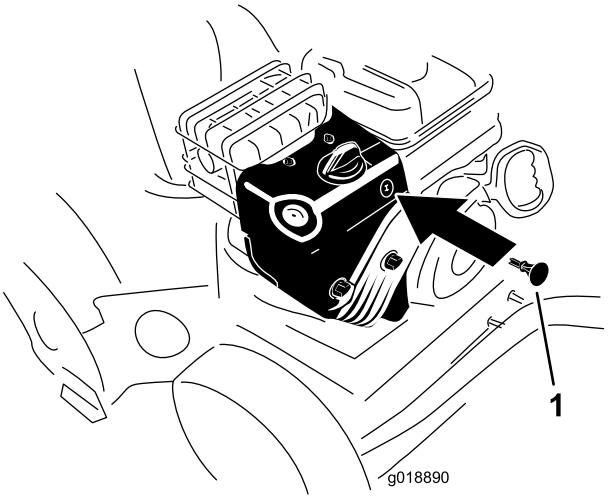

Figur 22
3. Sæt tændingsnøglen i (Figur 22).